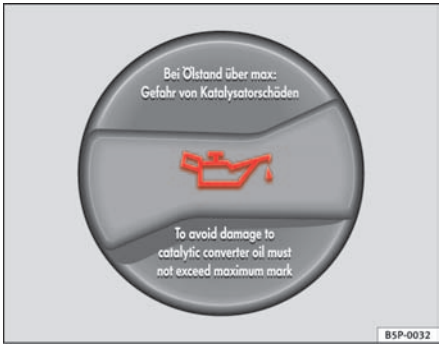

Fig. 155 In the engine compartment: Engine oil filler cap
– Unscrew cap from oil filler opening ⇒ fig. 155.
– As soon as the oil level is in area (B), carefully close the cap.